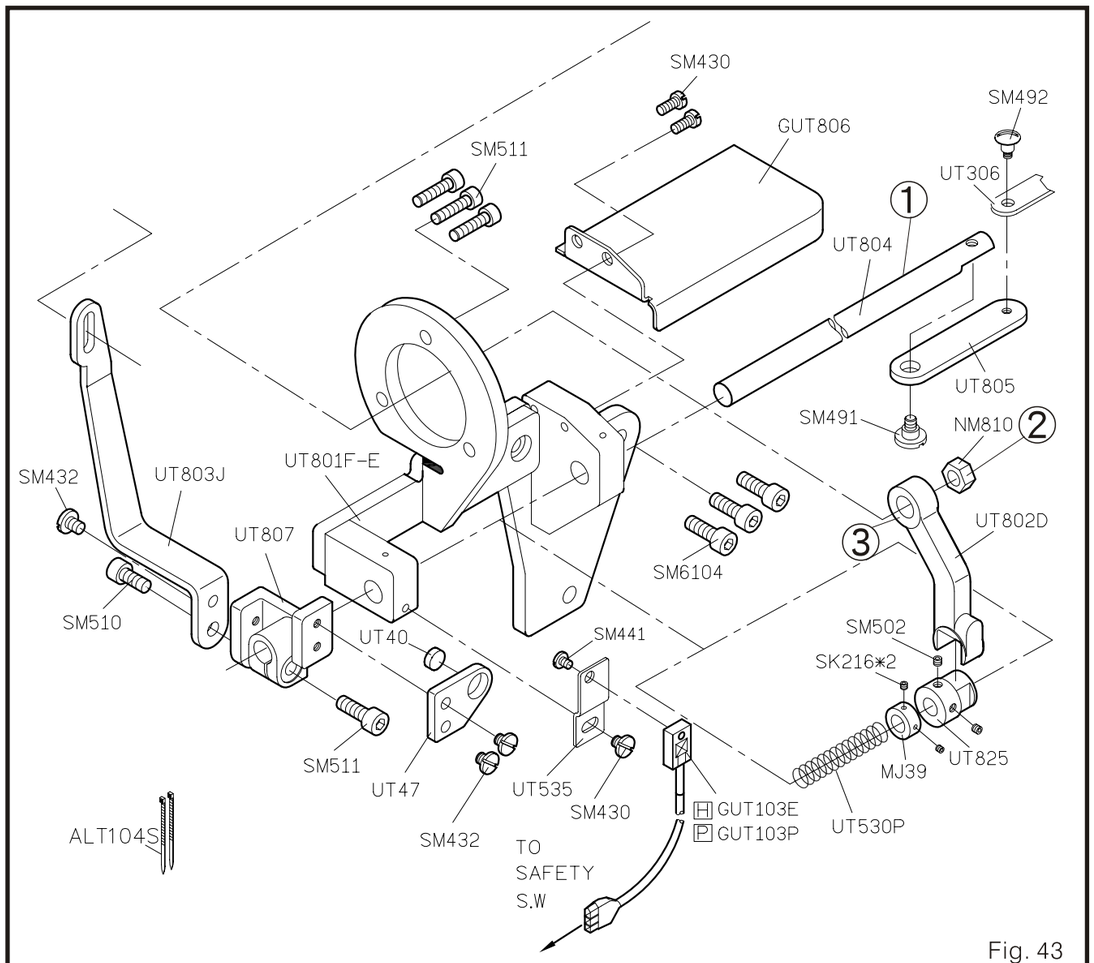

Fig. 43
1. Ajustar el golde del rebordeado inferior (Fig. 43)